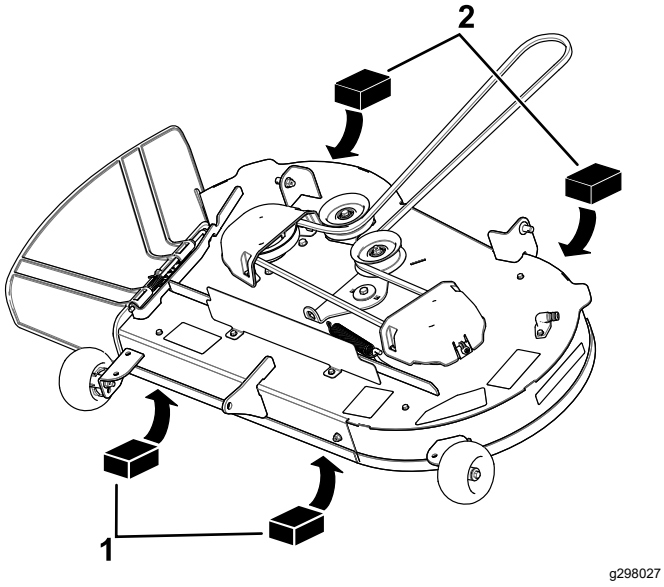
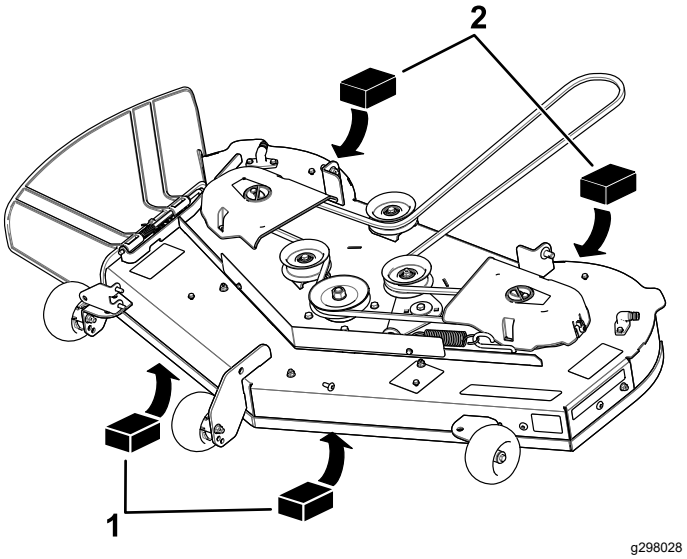

**Figure 68**
**Figure 69**
4. Place 2 blocks, each having a thickness of 6.6 cm (2-5/8 inches), under each side of the front edge of the deck but not under the anti-scalp roller brackets (Figure 68 or Figure 69).
5. Place 2 blocks, each having a thickness of 7.3 cm (2-7/8 inches), under the rear edge of the cutting deck skirt, 1 on each side of the cutting deck (Figure 68 or Figure 69).